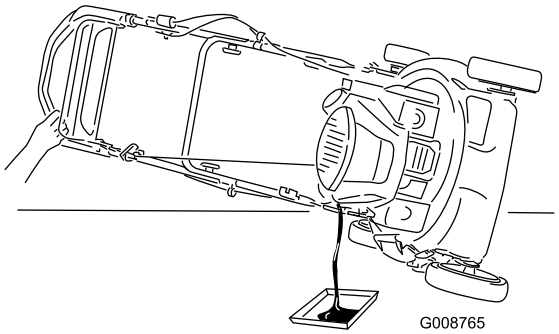

Figuur 38
7. Kantel de machine op zijn kant met de vulbuis omlaag om de gebruikte olie langs de vulbuis te laten uitlopen in een bak (Figuur 38).